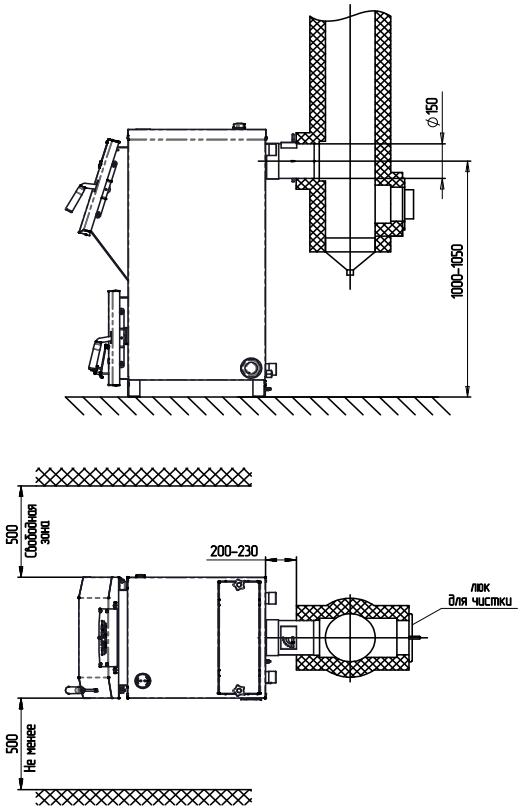

Рис.3 Схема установки котла
6.1.11. Расположение котла в помещении с учетом необходимого для обслуживания пространства показано на (рис.3).